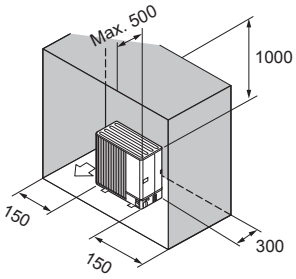

Fig. 1-11
⑥ Obstacles at rear, sides, and above only (Fig. 1-11)